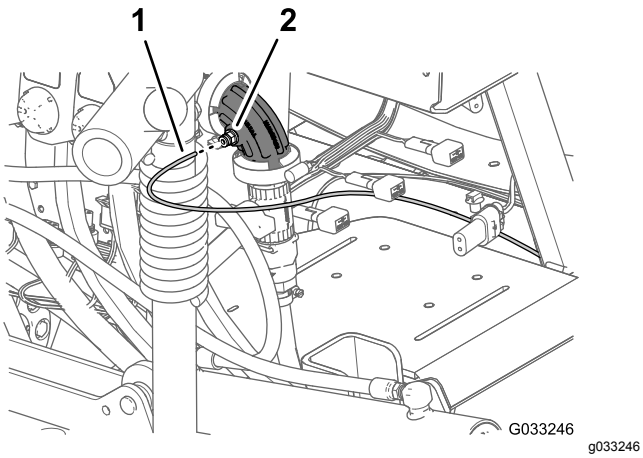
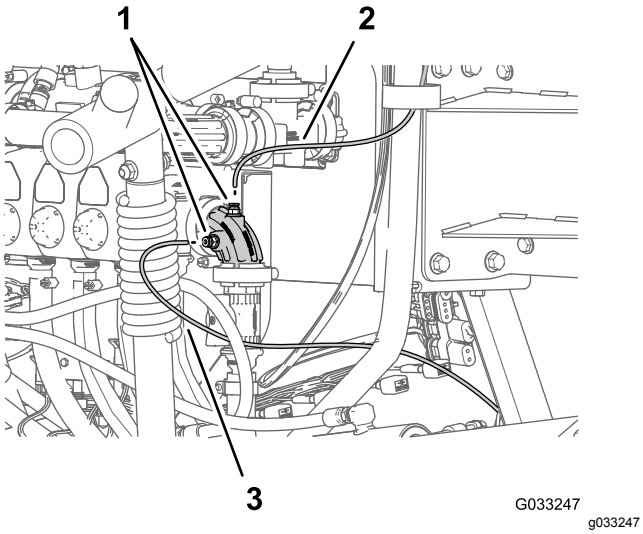

Figur 146
Figur 147
1. Ret enden af tryksensorrøret (plastik) ind efter trykmåleren i instrumentpanelet, så det passer med låsemuffen til rørkoblingen (Figur 146 og Figur 147).
2. Sæt sensorrøret i låsemuffen, indtil røret sidder helt på plads (Figur 146 og Figur 147).